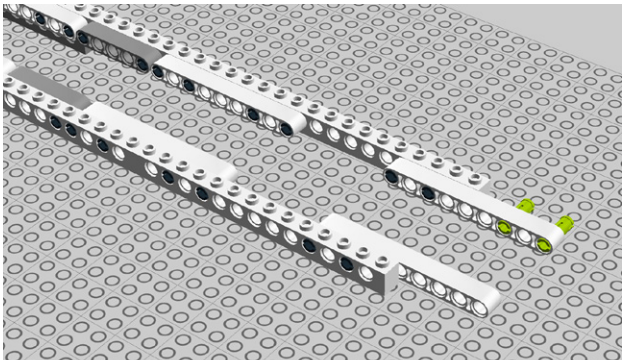

Figure 8-69. *Step 64: Adding more pegs*
64. Insert a pair of pegs as seen in Figure 8-69.